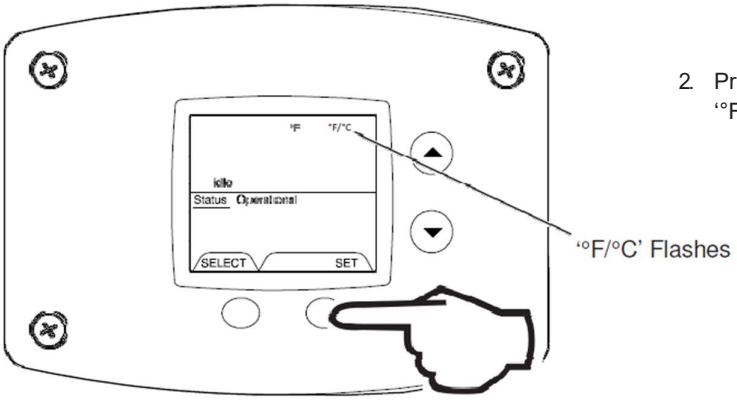

Fig. 61
2. Press 'Set' button to change temperature format. ''°F/°C' symbol will flash in the water heater display (Fig. 61).